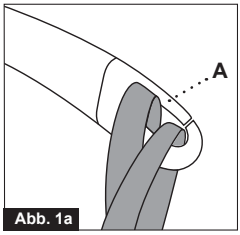
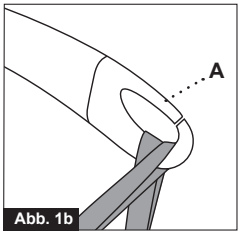

Abb. 1a
Abb. 1b
Lassen Sie beim Befestigen der Hebeschlaufe an den Haken Vorsicht walten. Stellen Sie sicher, dass die Schlaufen vollständig durch die Gummi-Aufhängesicherung (A) gezogen und ordnungsgemäß an den Haken des Aufhängebügels befestigt sind.Wenn Sie den Startknopf zum Heben betätigen, überprüfen Sie noch einmal, ob alle Gurte korrekt an den Haken des Aufhängebügels verbleiben. (Abb. 1a und Abb. 1b).